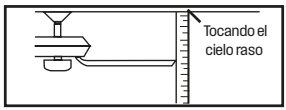
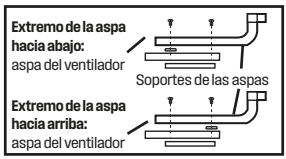

Figura 1
Figura 2
3. Si el ventilador oscila:	Todas las aspas se pesan y agrupan según el peso. Las maderas naturales varían en densidad y podrían hacer que el ventilador oscile aún cuando todas las aspas estén agrupadas por peso. Los siguientes procedimientos deberían eliminar la mayoría de los problemas de oscilación. Verifique la oscilación después de cada paso. 1. Verifique que todas las aspas estén firmemente atornilladas a los soportes de las aspas. 2. Verifique que todos los soportes de las aspas estén firmemente aseguradas al motor. 3. Asegúrese de que el dosel y el soporte de montaje estén firmemente asegurados a la viga del techo. 4. La mayoría de los problemas de oscilación del ventilador ocurren cuando los niveles de las aspas no son iguales. Compruebe este nivel seleccionando un punto en el cielo raso sobre el extremo de una de las aspas. Mida la distancia como se muestra en la Figura 1. Manteniendo la medición dentro de 3 mm, gire el ventilador hasta que la próxima aspa esté colocada en el sitio para la medición. Repita para cada aspa. Si los niveles de las aspas son diferentes, puede ajustar las aspas usando el siguiente procedimiento: Para ajustar hacia arriba el extremo de una aspa, inserte una arandela (no incluida) entre la aspa y el soporte de la misma en el tornillo más cercano al motor (Figura 2). Para ajustar hacia abajo el extremo de una aspa, inserte una arandela (no incluida) entre la aspa y el soporte de la misma en los dos tornillos más alejados del motor (Figura 2). 5. Si la oscilacion de la aspa sigue siendo visible, es posible que al intercambiar dos aspas adyacentes (lado a lado) se redistribuya el peso y el funcionamiento sea más suave.